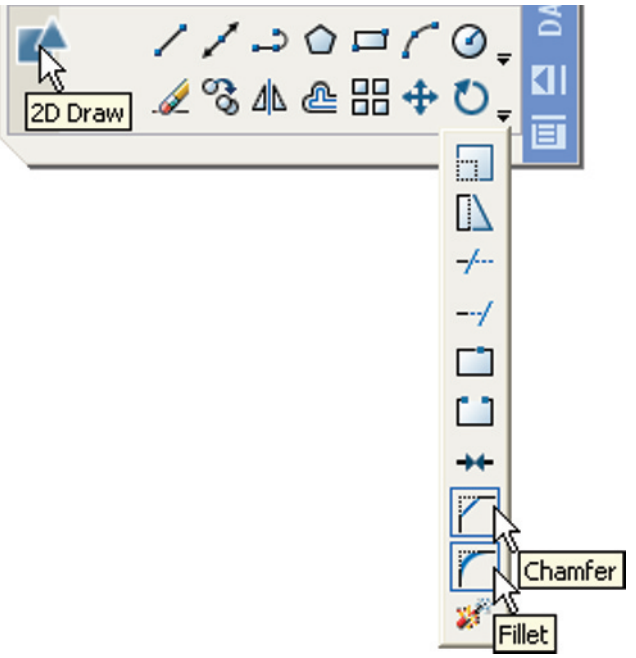

Fig. 13.25 The **Chamfer** and **Fillet** tools in the **2D Draw** control panel
The **Chamfer** and **Fillet** tools from the **2D Draw** control panel (Fig. 13.25), which are used to create chamfers and fillets in 2D drawings in AutoCAD 2008, can just as well be used when constructing 3D models.
3. *Click* the **Fillet** tool icon in the **2D Draw** control panel (Fig. 13.25). The command line shows:
4. *Click* the **Chamfer** tool icon in the **2D Draw** control panel (Fig. 13.25). The command line shows: